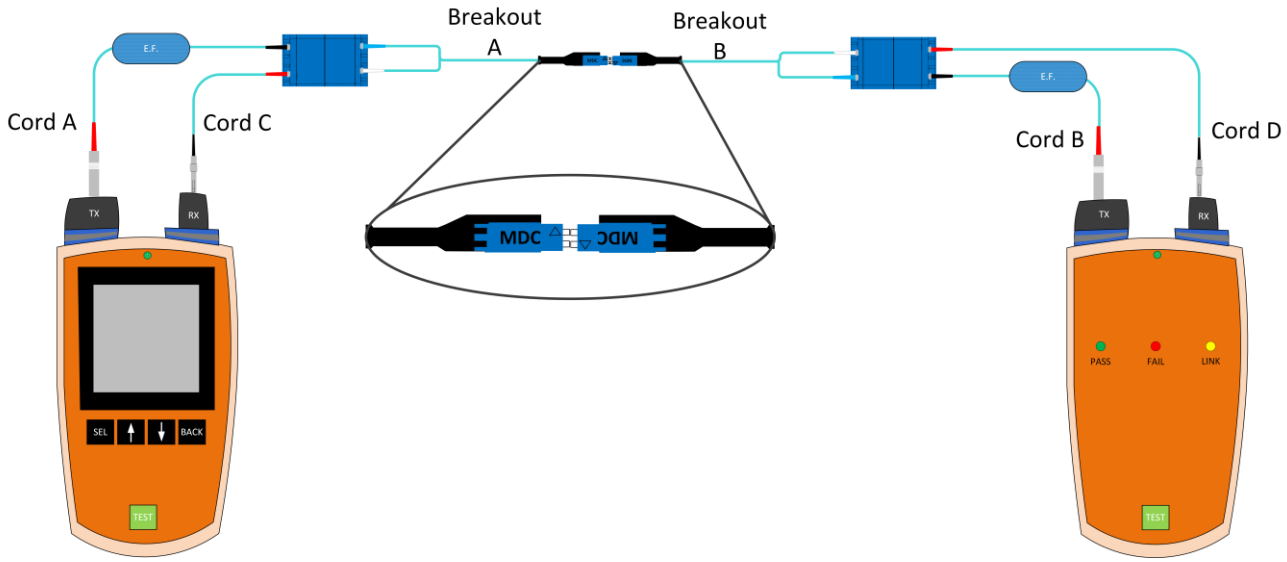

Figure 6
Step 4: Remove the substitution cord, returning the assembly to what is shown in figure 4. Insert a pair of LC to MDC TRCs and couple the entire assembly as shown in figure 6. It may be necessary to perform a polarity reversal on the MDC end of Breakout B to achieve the configuration shown (Note: the visible polarity indicators on the connector). Perform a final test to validate the setup. Results should be 0.15 dB* or less for multimode fiber and 0.25 dB* or less for single-mode. Save the TRC check test result as "TRC 3 XX-XX-XX YY:YY" (XX-XX-XX= date, YY:YY=time).